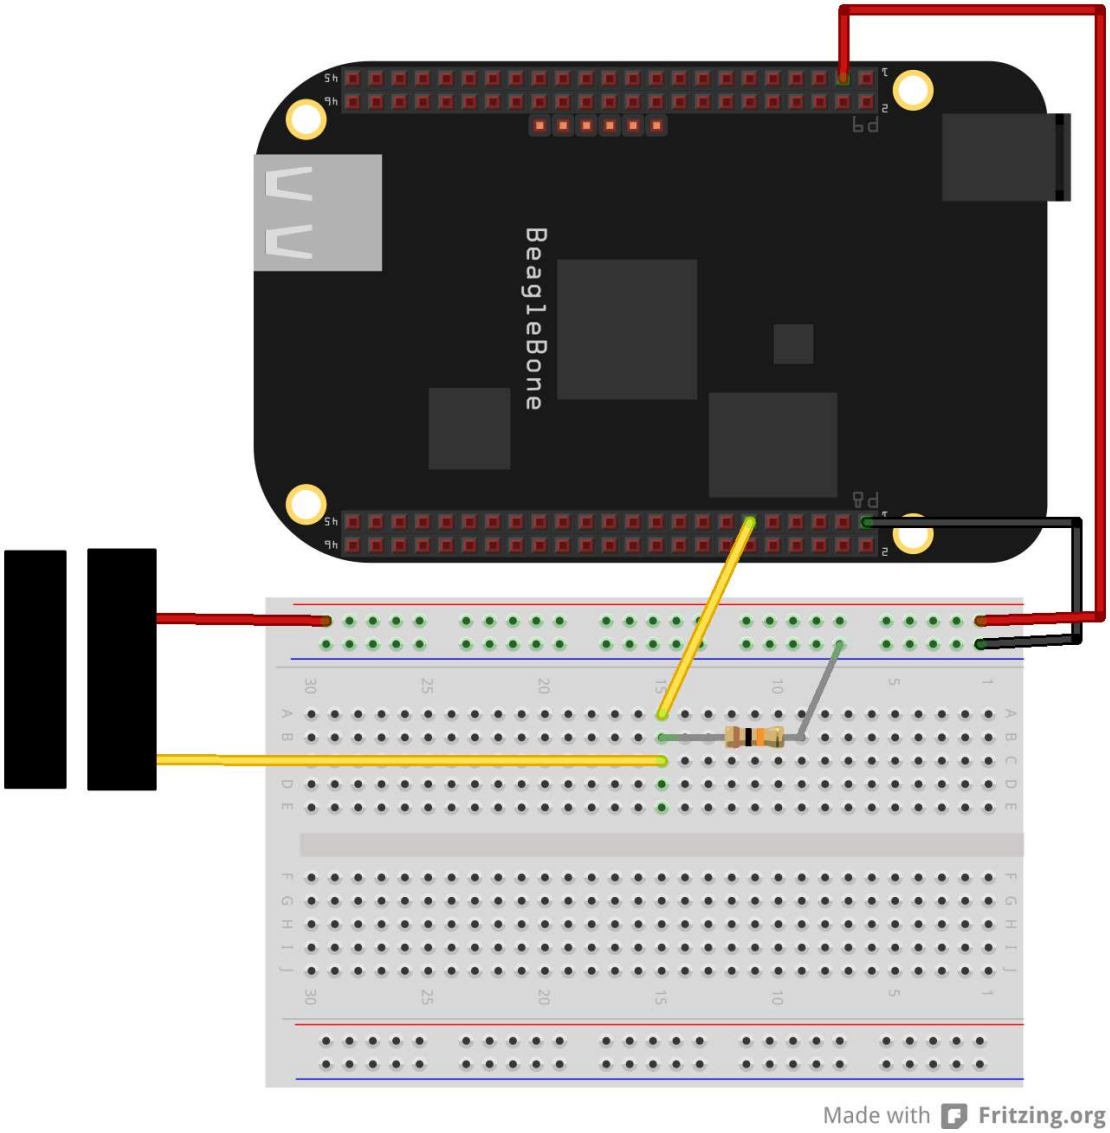

Figure 6-3. *Wiring the door sensor to pin 11 on header P8 with a 10K pull-down resistor.*
1. Connect one terminal of the door sensor to pin 11 on header P8. (See Figure 6-3.)